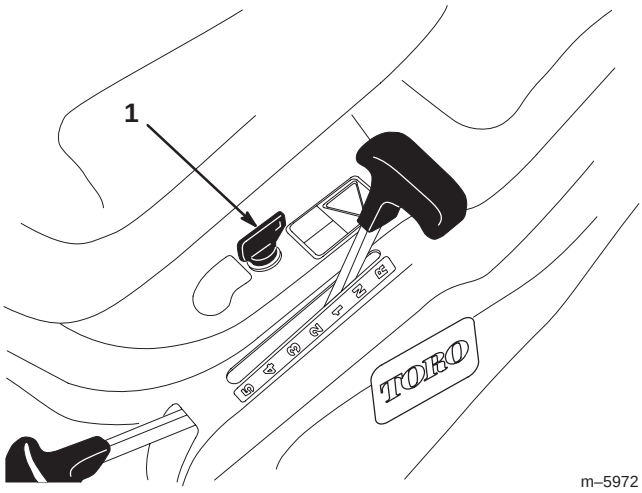

Bild 10
Wenn Sie im Rückwärtsgang den Zapfwellenantrieb benötigen, können Sie diesen Sicherheitsschalter mit Hilfe des KeyChoice-Schalters bei der Sitzhalterung deaktivieren (Bild 10).
2. Stecken Sie den KeyChoice-Schlüssel in sein Schalter (Bild 10).